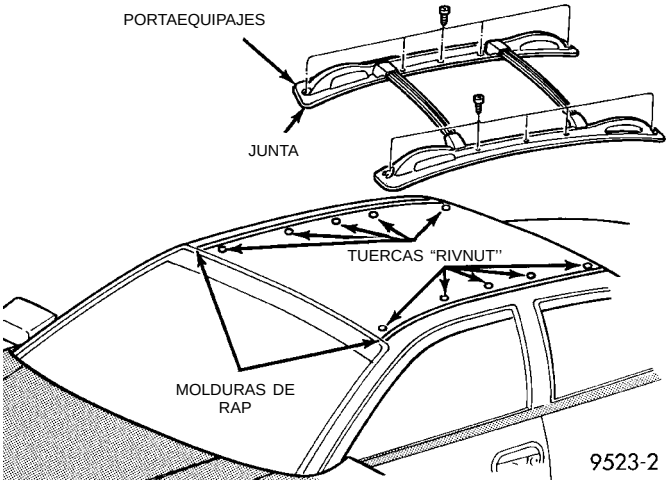

Fig. 82 Portaequipajes
(1) Retire los tornillos que sujetan los largueros laterales del portaequipajes a la plancha de techo (Fig. 82).
(2) Separe el portaequipajes del vehículo.